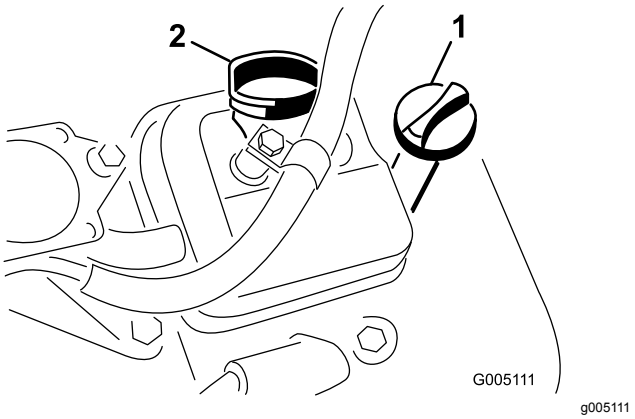

Figuur 29
3. Steek de peilstok in de peilstokbuis en schroef de stok in de buis (Figuur 29).